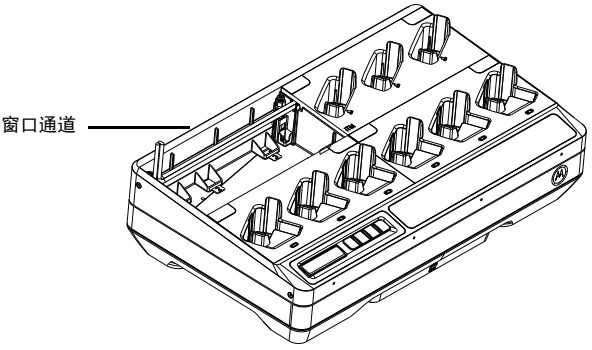

图 14：用于电缆的窗口通道。
5. 电缆可能从右侧充电座进入，通过窗口通道到达左侧充电座，反之亦然 （请参阅图 14）。